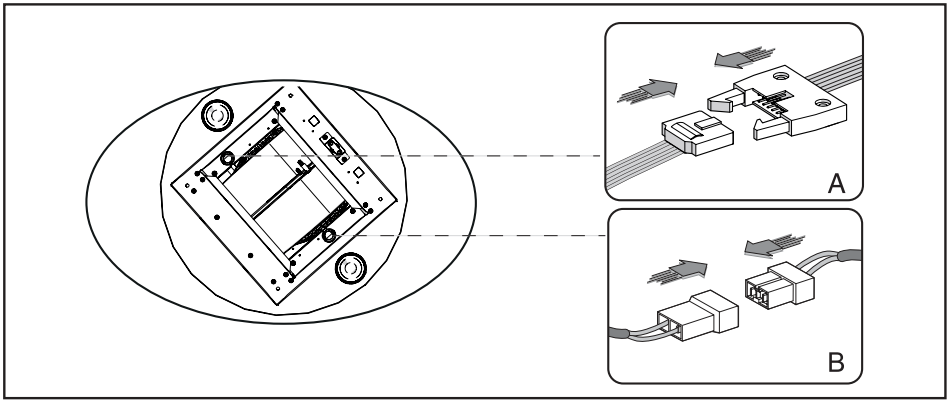

Fig.14
6. Procédez aux connexions électriques voulues entre le corps de la hotte et le groupe moteur. **(Fig. 14 A et B)**.